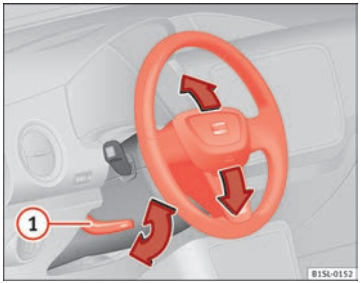

Fig. 33 Mechanical steering wheel adjustment ▶
- Push the lever ⇒ Fig. 33 ① downwards.
- **After adjusting the steering column, push the lever ⇒ Fig. 33 ① firmly upwards to ensure the steering wheel does not accidentally change position while driving.**